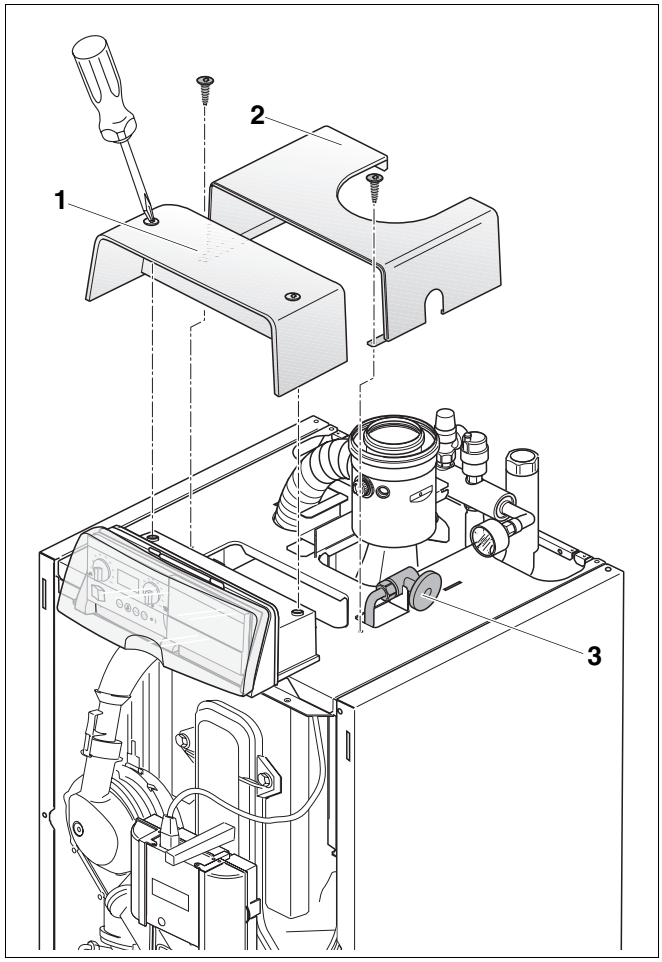

Abb. 31 Ölleitung anschließen
Der Ölabsperrhahn (Abb. 31, **Pos. 3**) befindet sich oben am Heizkessel.
- 2 Schrauben der Abdeckhaube am Regelgerät (Abb. 31, **Pos. 1**) lösen und Abdeckhaube abnehmen.
- 2 Schrauben der hinteren Haube (Abb. 31, **Pos. 2**) lösen und Haube demontieren.
- Ölanschluss herstellen, hierzu die Ölversorgungsleitung an den Ölabsperrhahn (Abb. 31, **Pos. 3**) anschließen.
- Hintere Haube (Abb. 31, **Pos. 2**) wieder montieren.